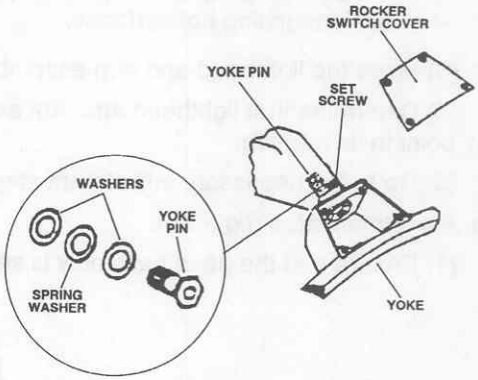

Figure 3-13. Yoke pin adjustment.
(1) Remove the four Phillips screws fastening the rocker switch cover (fig 3-13). Remove the cover and set it and the screws aside.
(2) Break the sealing compound bead and loosen the arm assembly set screw.
(3) Break the yoke pin sealing compound bead and loosen it about 1/16 inch using an open-end wrench.
(4) Tighten the yoke pin.
(5) Recheck for drift and tighten the yoke pin slightly more, if required. Do not tighten too much.
(6) Tighten the set screw and reapply a bead of sealing compound.
(7) Reinstall the rocker switch cover with the four Phillips screws.